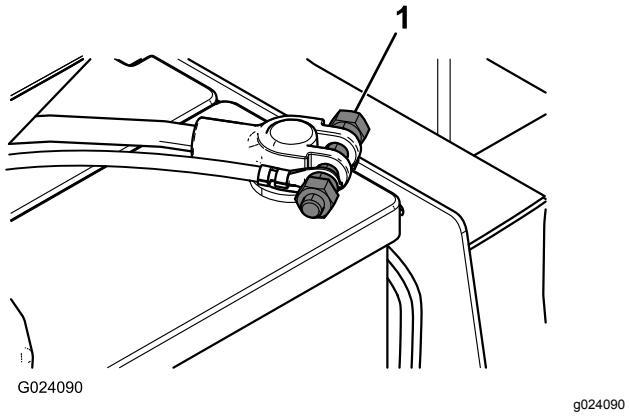

Figur 18
9. Fjern de eksisterende skruer fra batteripolerne og monter dobbeltmøtrikboltene (Figur 18).